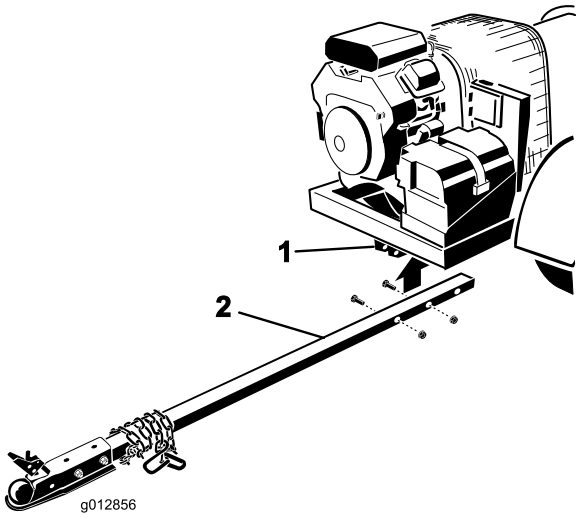

Figur 9
2. Sett koblingsrøret inn i rammebrakettene (Figur 9). Fest røret til rammen med to bolter (3/8 x 3 tommer) og flensmuttere (3/8 tomme)